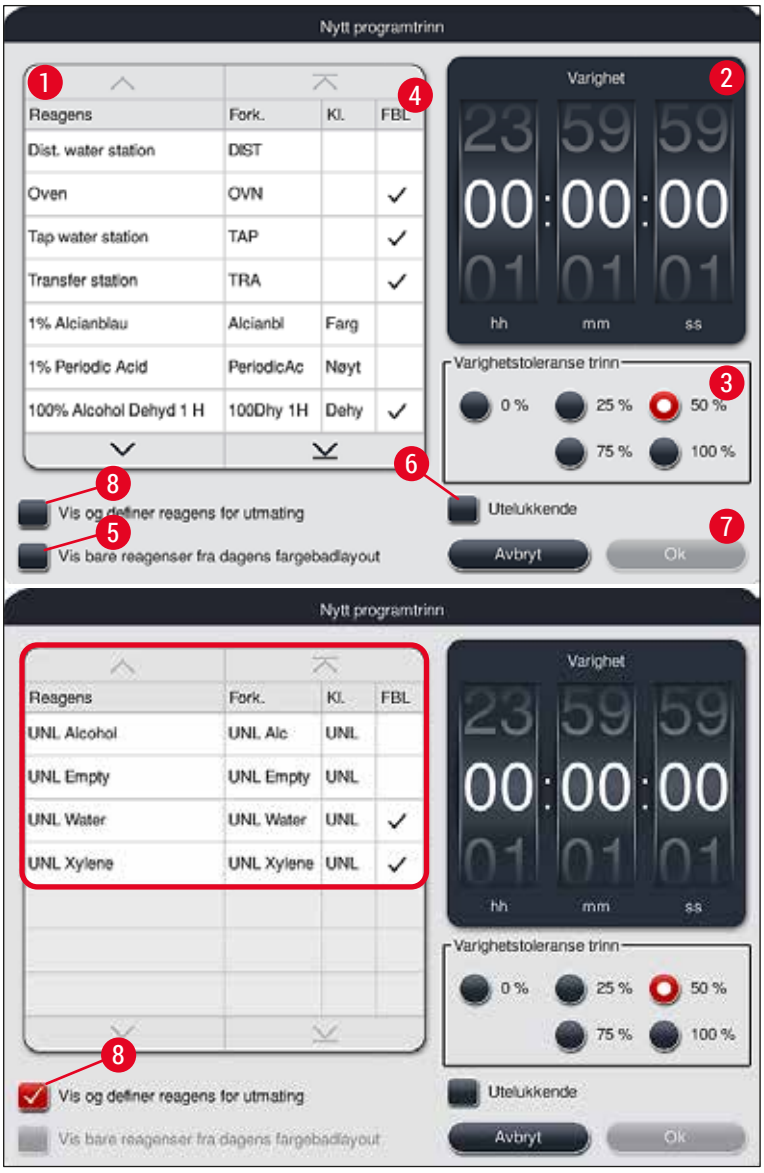

Fig. 47
- Et vindu hvor du kan definere programtrinnene, åpnes (→ "Fig. 47").